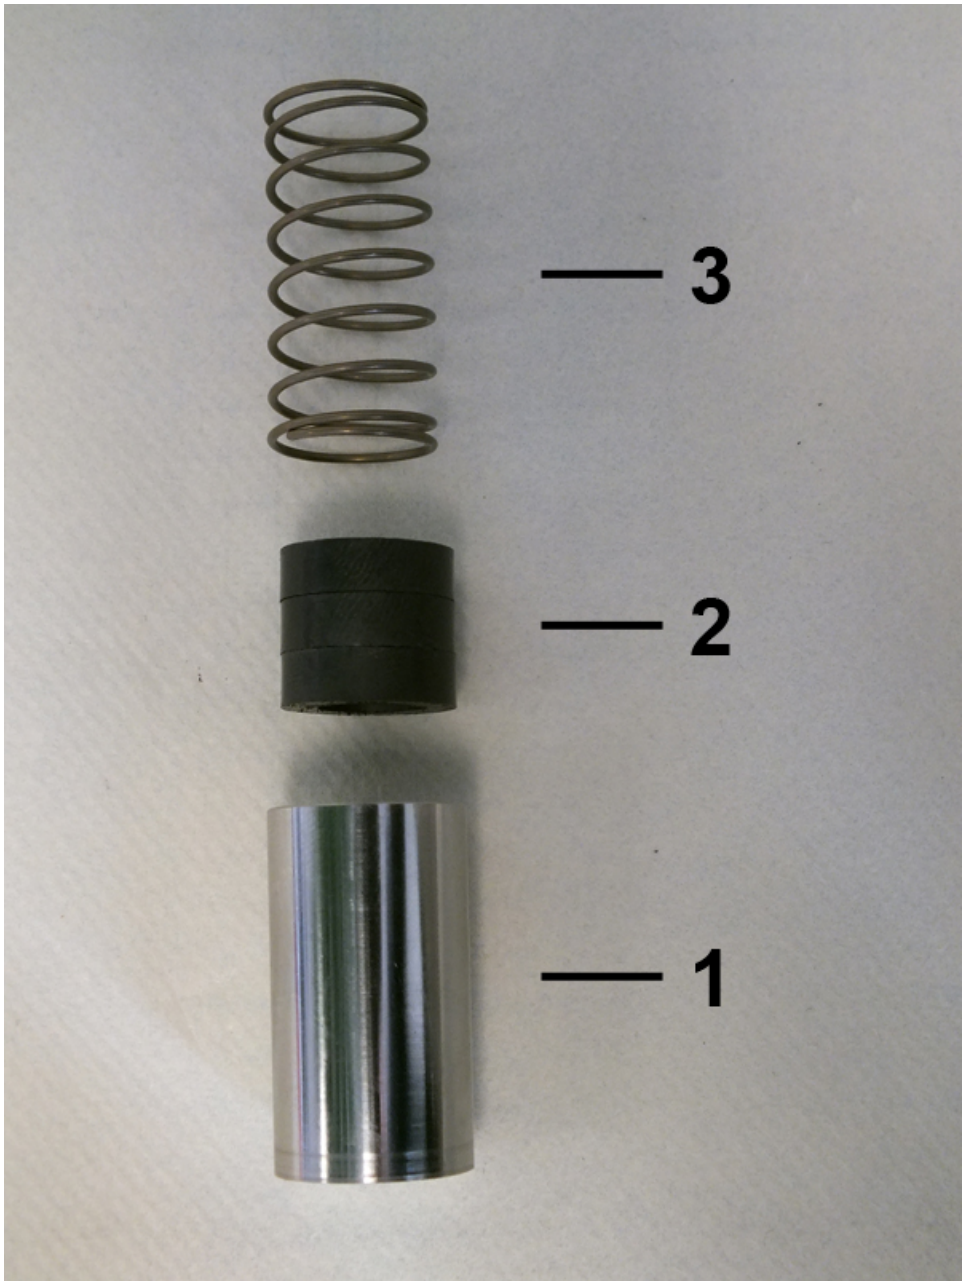

Fig. 55: Inner parts
6. Insert spring (*Fig. 55*/3) with magnets (*Fig. 55*/2) into the float (*Fig. 55*/1) ensuring proper magnetic pole orientation (north pole toward device outlet).